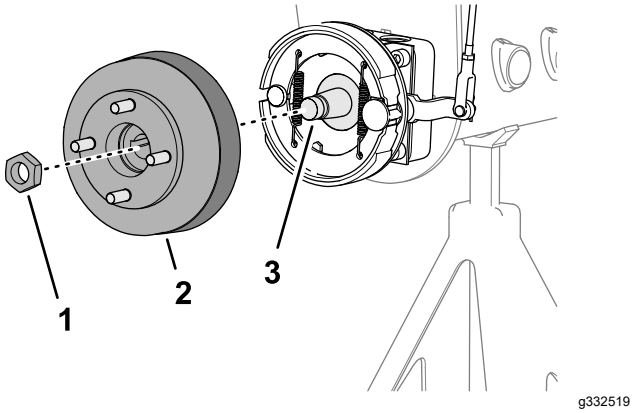
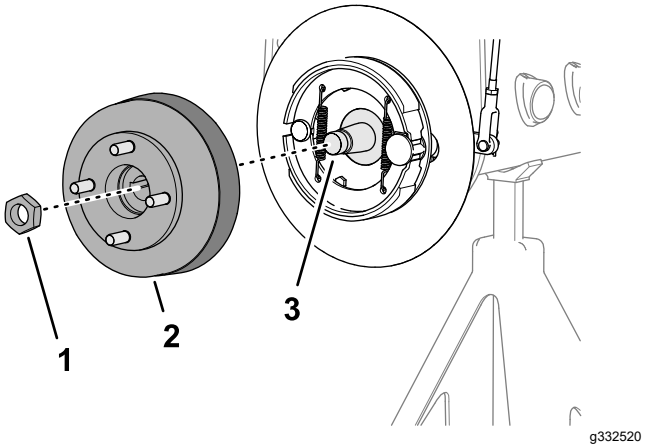

Figur 61
Figur 62
1. Ta bort låsmuttern som fäster navet på hjulmotoraxeln (Figur 61 eller Figur 62).
4. Använd den angivna hjulnavsavdragaren för att ta bort hjulnavet och bromstrumman från hjulmotoraxeln (Figur 61 eller Figur 62).